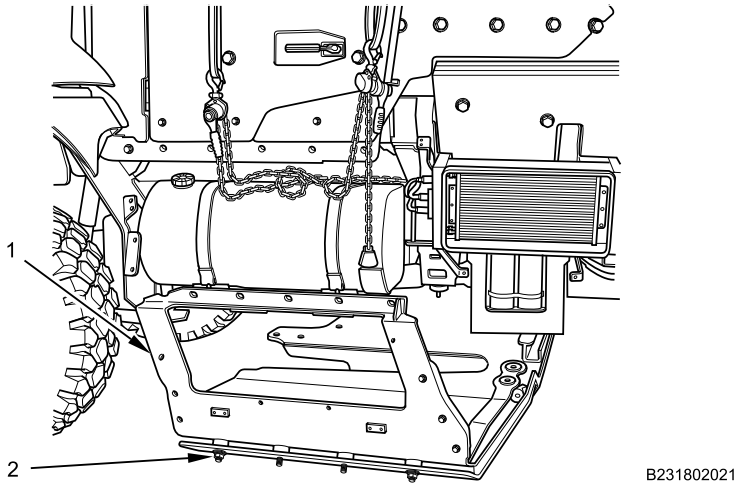

Figure 14. Belly Armor and Fuel Tank Cover Plate.
1. Remove four bolts (Figure 14, Item 2), nuts, washers, and bushings from fuel tank cover plate (Figure 14, Item 1). Remove fuel tank cover plate from belly armor.